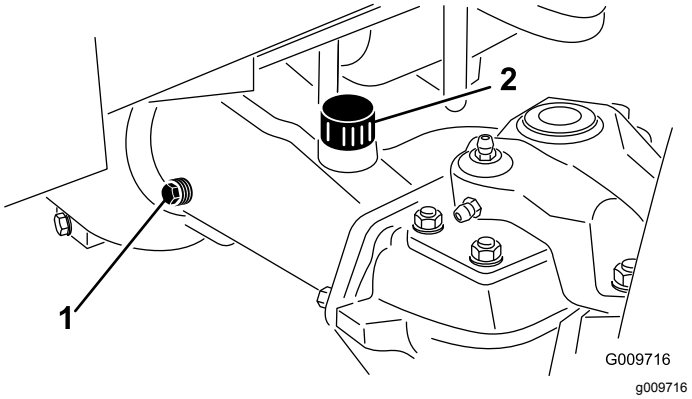

Figuur 106
2. Verwijder een controleplug van 1 uiteinde van de as en controleer of het smeermiddel tot aan de onderkant van de opening komt (Figuur 106).